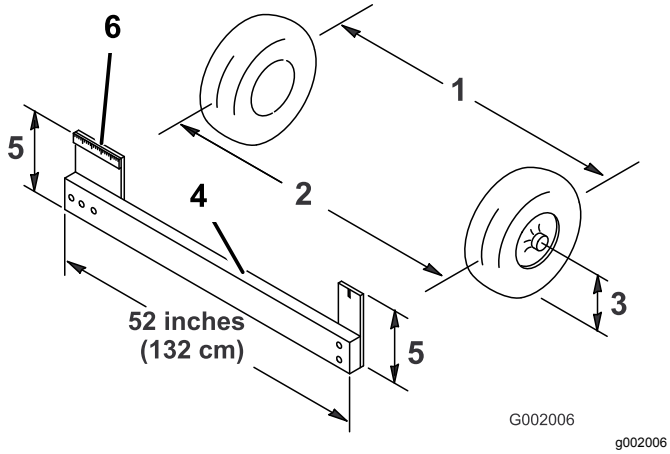

Figur 45
4. Mät avståndet mellan de båda framhjulen vid axelhöjd, både framtill och baktill på hjulen (Figur 45).
Obs: Du behöver en fixtur eller justeringsmätare för att mäta baksidan av framhjulen i axelhöjd. Använd samma fixtur eller justeringsmätare för att noggrant mäta framdelen på framhjulen vid axelhöjd (Figur 45).